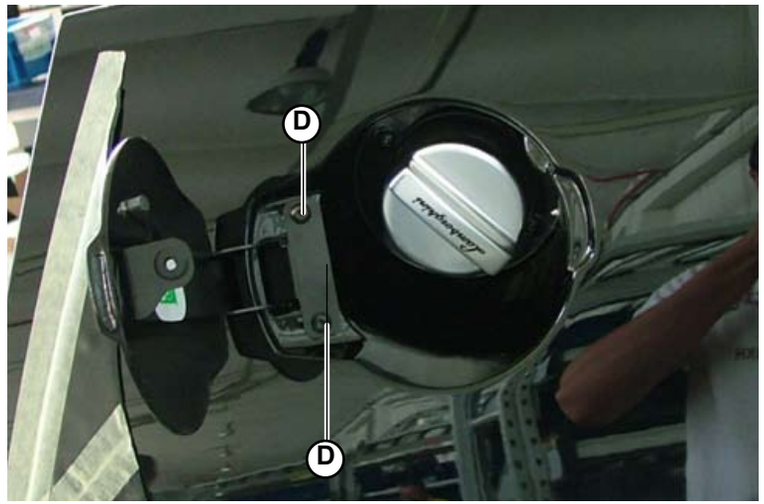

Fig.6
3. To assemble the flap, use the 2 screws (**D-Fig.6**).